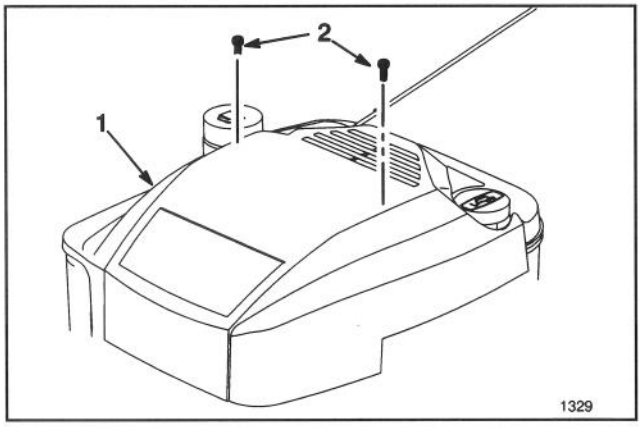

Abbildung 17
2. Die zwei (2) Schrauben auf der Motorabdeckung lösen und die Abdeckung nach oben abnehmen (Abb. 17).